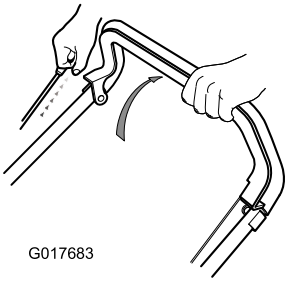

Figura 12
1. Sujete la palanca de parada del motor contra el manillar (Figura 12).
2. Tire del arrancador de retroceso (Figura 12).